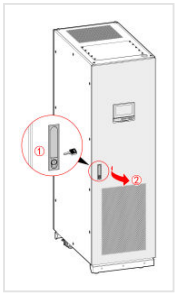

FIGURE 4-2 Step 1: open the door
1. Open the front door with the key (Figure 4-2).